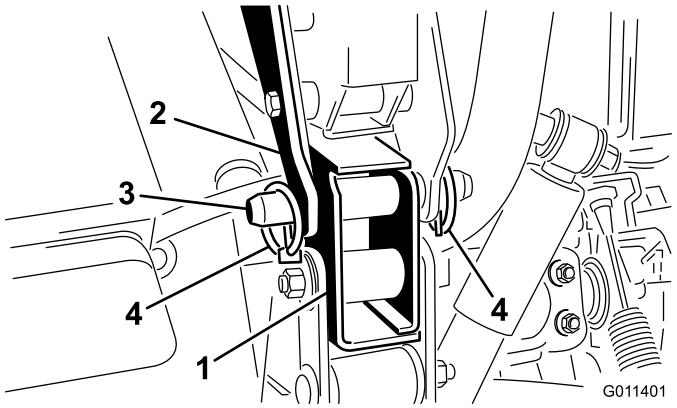

**Figuur 8**
6. Bevestig de achterste montagebeugels aan het voertuigframe met een gaffelpen en (2) lynchpennen (Figuur 8).